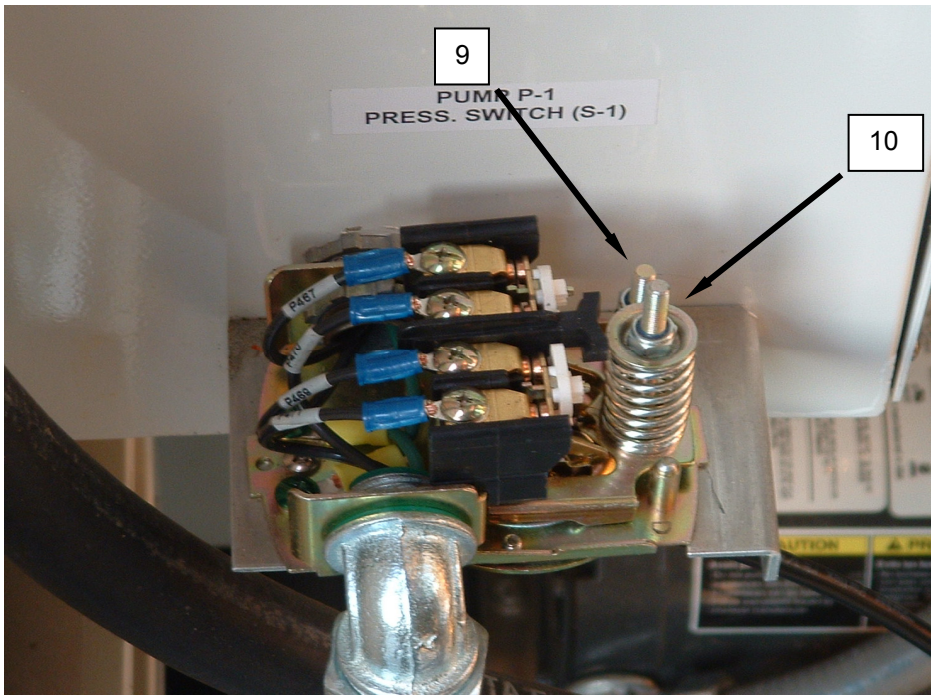

Figure 3. Adjust the Pressure Switch.
2. Adjust the switch cut-in **(Figure 3, Item 9)** to 30 psi and cut-out **(Figure 3, Item 10)** to 60 psi. Have an assistant monitor system pressure at the PLC.